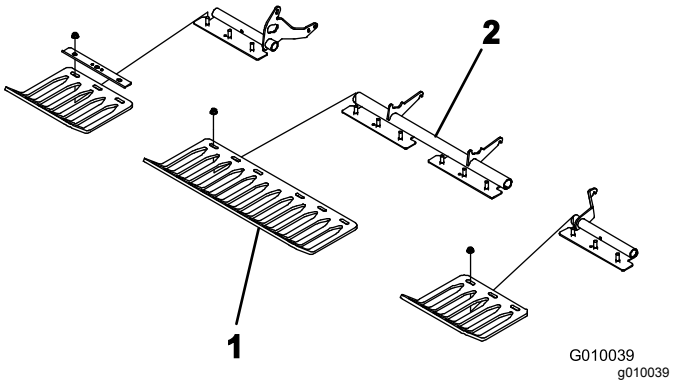

Figur 24
4. Installer verneplatene løst på verneplatebrakettene med fire verneplateklemmer og tolv flensmuttere (Figur 24). Ikke stram til festene.
Merk: Verneplateklemmene og flensmutterne transporteres festet til verneplatebrakettene (Figur 24).